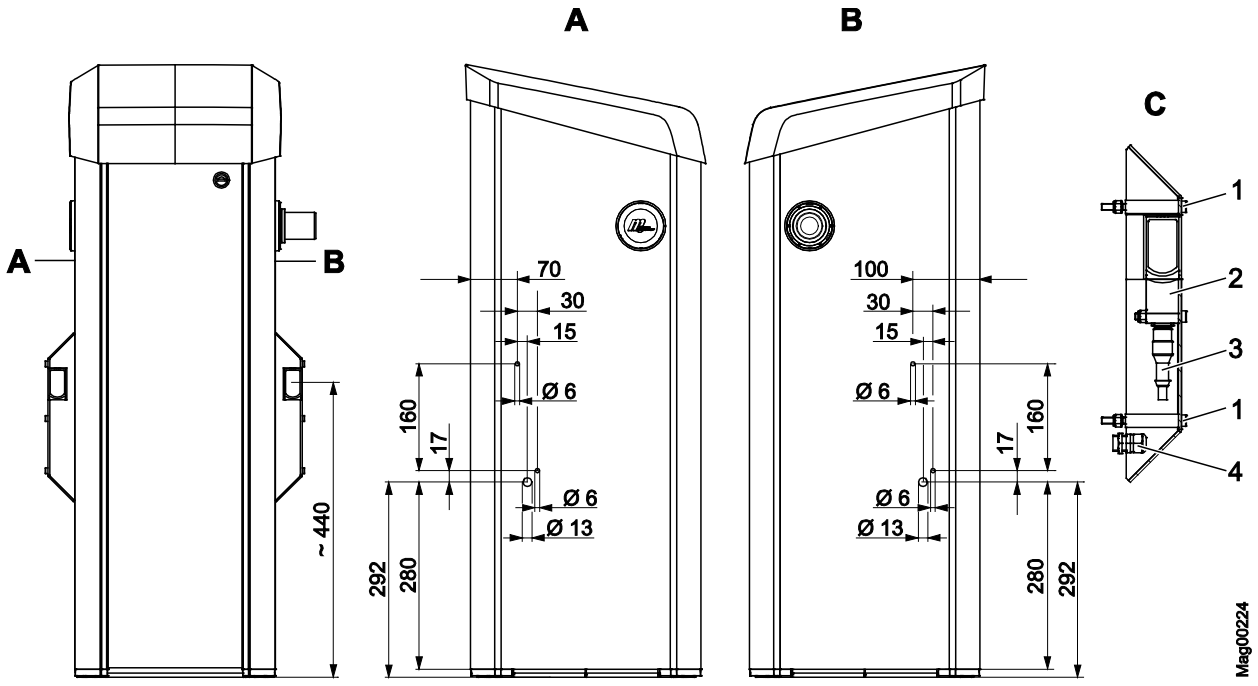

Abb. 23: Lichtschrankengehäuse des Senders am Schrankengehäuse montieren (Maße in mm)
1. Bohrungen für das Lichtschrankengehäuse gemäß Abb. 23 am Schrankengehäuse bohren.